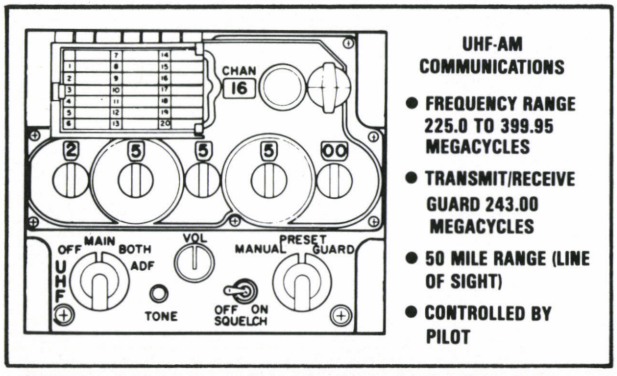

FIGURE 10: AN/ARC-164.
Located in the pilot's right-hand console, the AN/ARC-164 provides two-way ultrahigh frequency (UHF) amplitude modulated (AM) voice communication (figure 10). Both receivers are disabled during transmitter operation. Marked UHF-AM, the UHF radio transmitter and main receiver operate on the same frequency and are simultaneously tuned by frequency selector knobs on the panel. When the function selector switch is energized, constant monitoring is provided on the UHF distress frequency (Guard), regardless of the main receiver-transmitter frequency setting. The UHF automatic direction finder (ADF) is not in use yet.